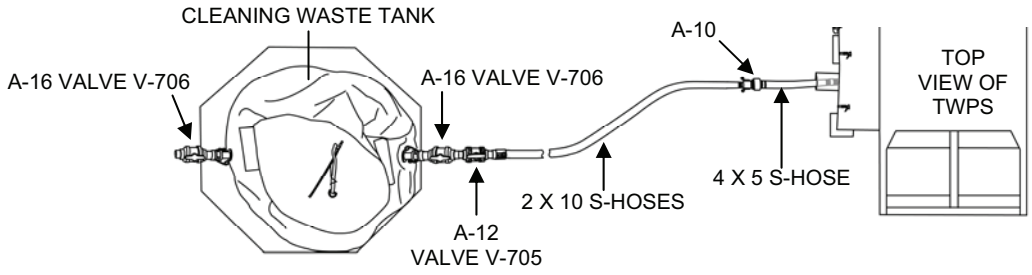

Figure 2. Cleaning Waste Hose Set-Up with the Cleaning Waste Tank.
2. Make sure the cleaning waste hoses are set up as follows (Figure 2):
d. If using the cleaning waste storage tank, set up the hoses as follows (Figure 2):